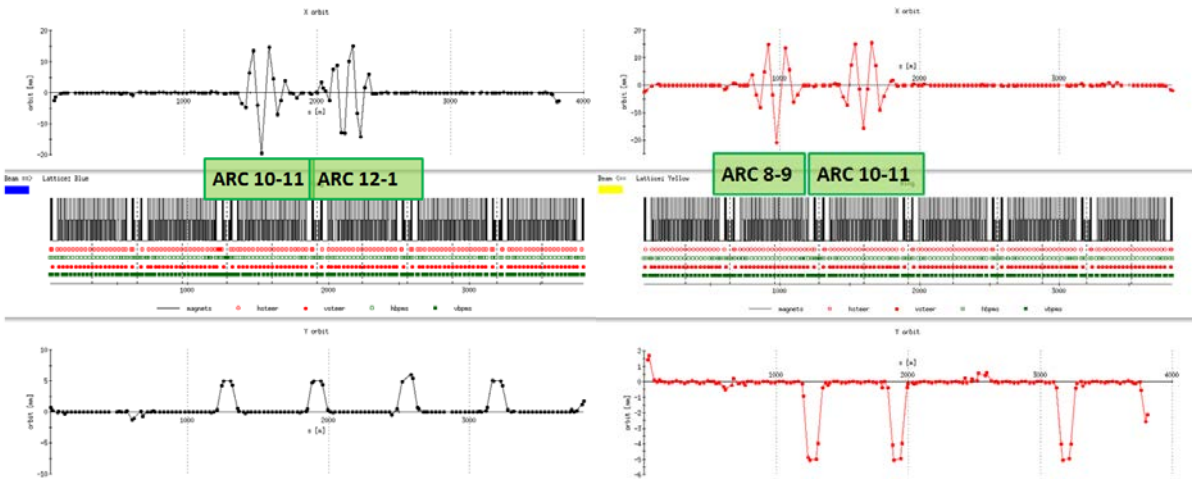
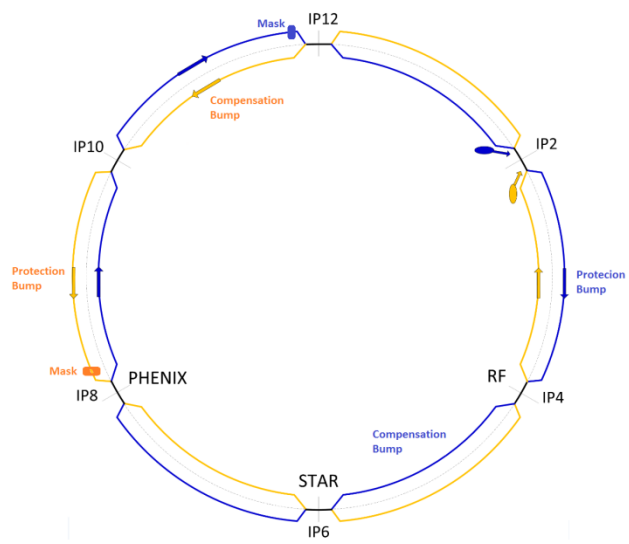
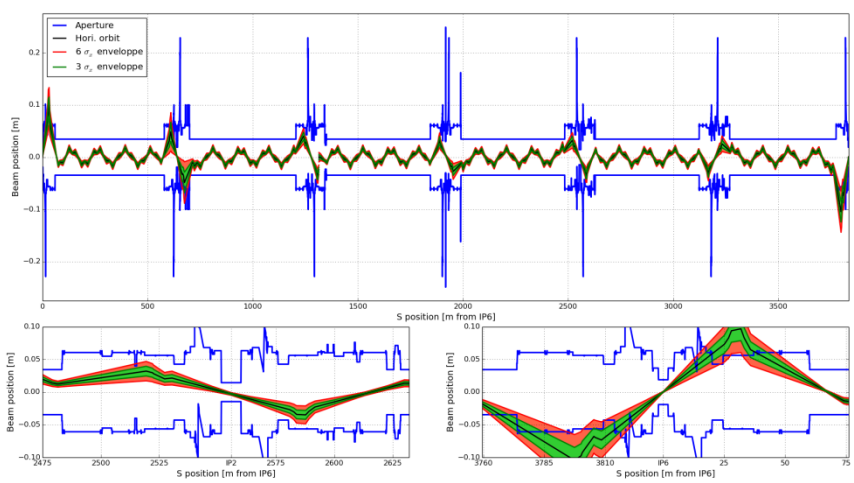

Figure 2: blue (left) and yellow (right) orbit display with protecion and compensation bumps
Figure 7: new bump configuration
Figure 10: 6 sigma beam envelope at IR2 (bottom left) and IR6 (bottom right)
These bumps are also shown in Figure 2 with measured beam orbits. The protection bump maximum amplitude is 20 mm, while compensation bump maximum amplitude is 15 mm, for both blue and yellow ring.
Figure 7 shows the proposed new blue protection and compensation bump location. The protection bump is placed outside of the blue ring, to reduce the radiation upsets in the alcove, which is located on the inside of the ring. The maximum of the bump will be positive and beam loss will point to the outside of the ring. With the old design (Figure 2, left), the BPM at the maximum has a negative reading and beam loss points to the inside of the ring. The dipole diode and the alcove are both located on the inside of the ring.
- Further checking of the difference between no bump at all between blue kicker and IR2, and halved protection/compensation bump, is done by comparing the different phase advances between full bump and no bump between kicker and IR2. The difference in phase advance is less than 2 degree. That means it **is not expected a significant difference** between the pre-fire test and a real blue pre-fire without any bump before IR2 (Figure 7).
- The beam trajectory **without any bump before IR2** is shown in Figure 10, which is the case in the Figure 7 configuration. The red line beam envelope is 6 sigma of beam size with one abort kicker module at 100% strength. The bottom left shows the beam trajectory around IP2, where the beam pipe is still clear with nominal aperture. The bottom right plot depicts the case for IP6.